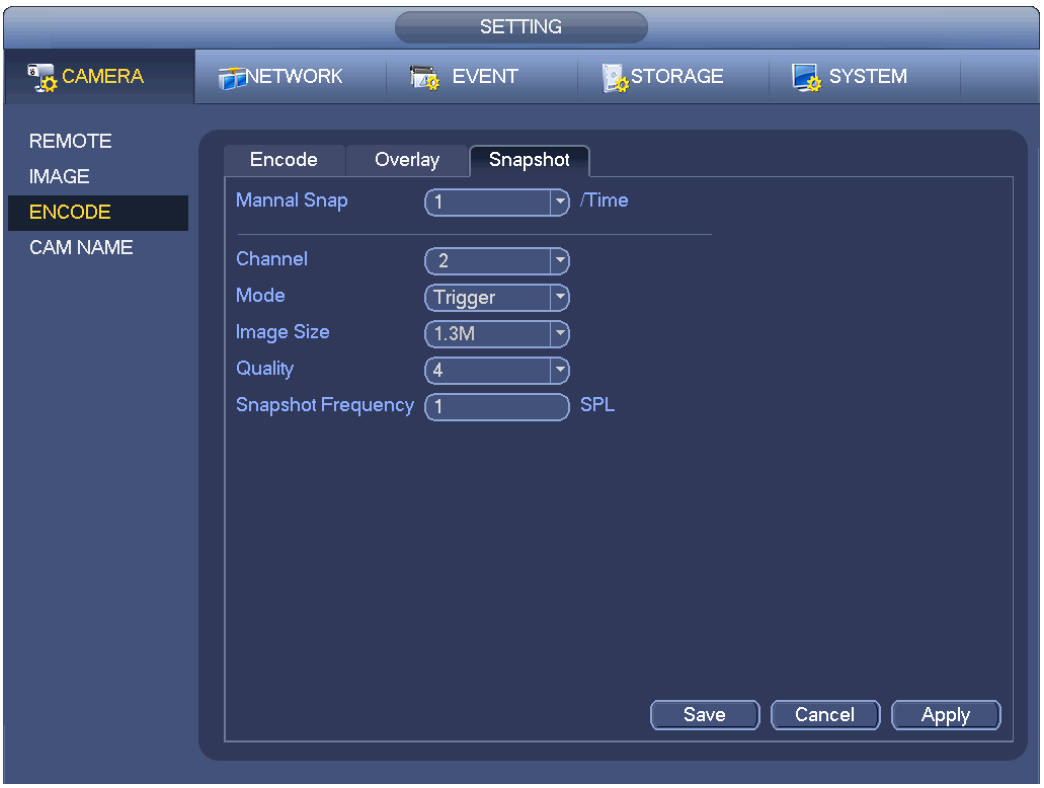

Figure 4-74
a) From Main menu->Setting->Camera->Encode->Snapshot, you can go to snapshot interface. See Figure 4-74.
b) In Figure 4-74, select trigger snapshot from the dropdown list and then set picture size, quality and snapshot frequency. Click OK button to save current setup.